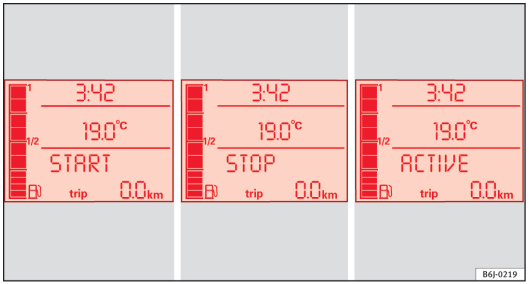

Fig. 110 Display on the instrument panel during Start-Stop function operation.
– The instrument panel display shows information about the status of the Start-Stop function ⇒ Fig. 110. ▶